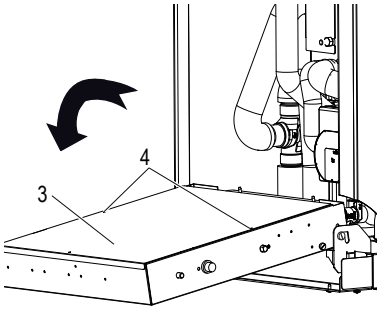

fig. 19 - como girar a caixa elétrica
- gire para frente (fig. 19) e remova a chapa de cobertura posterior (det. 3 - fig. 19) fixada com dois parafusos (det. 4 - fig. 19).